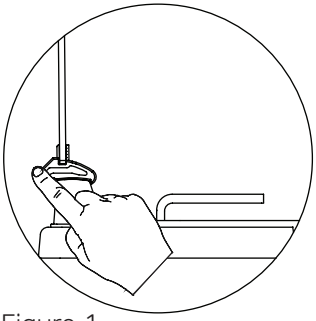

Figure 1
**1.** As shown in figure 1, the glass door can be closed by pressing the latch located on the plastic clip with a finger.